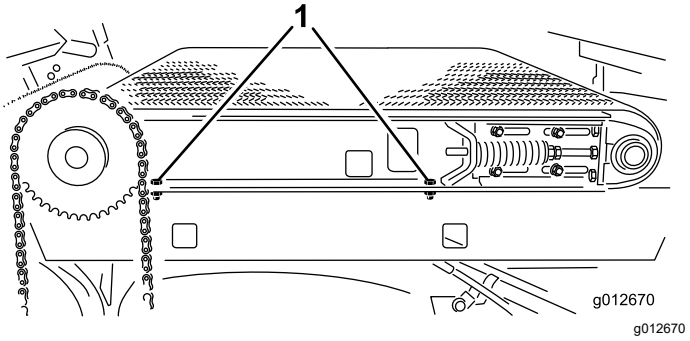

Figur 33
4. På høyre side av maskinen løsner du de to hodeskruene som fester gliderammeskinnen på høyre skjerm (Figur 33). Påse at hodeskruene er løse nok til at skyveplanet kan vippes.